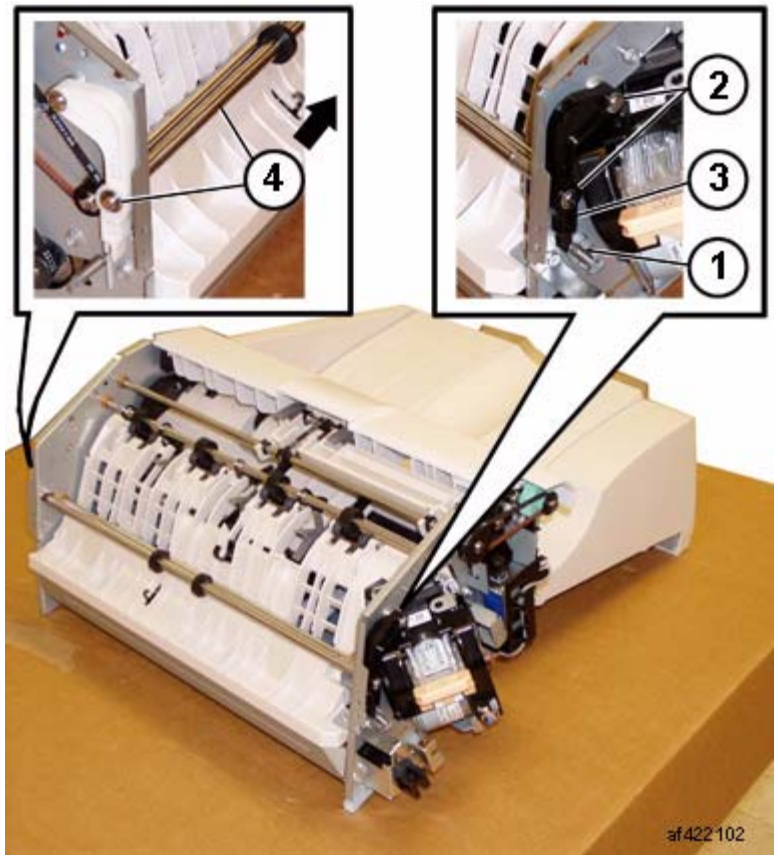

Figure 3 Removing the Gear
(1)Remove Screws (2).
9. Remove the Entrance Roll Assembly (Figure 3):